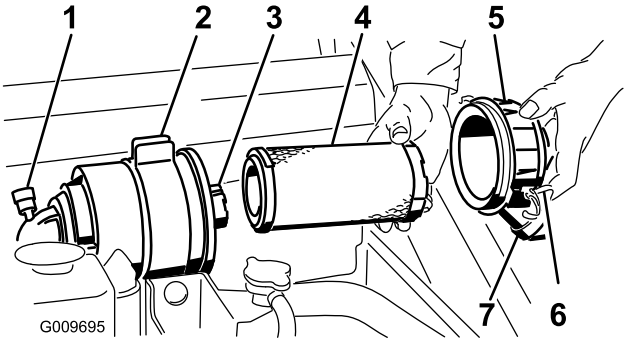

Figur 32
Viktigt: Utför bara service på luftrenarfiltret när serviceindikatorn (Figur 32) är röd. Om du byter luftfiltret tidigare ökar risken för att smuts kommer in i motorn när filtret har avlägsnats.
4. Lossa spärrhakarna på luftrenaren och dra av luftrenarkåpan från luftrenarhuset (Figur 32).
1. Dra försiktigt ut huvudfiltret ur luftrenarhuset (Figur 32). Undvik att knacka filtret mot sidan på luftrenarhuset.
4. Om du byter ut säkerhetsfiltret ska du försiktigt skjuta in det nya filtret i filterhuset (Figur 32).
5. Skjut försiktigt in huvudfiltret över säkerhetsfiltret (Figur 32). Kontrollera att det sitter ordentligt genom att trycka på filtrets yttre kant medan du monterar det.
6. Sätt tillbaka luftrenarkåpan med sidan med markeringen UP vänd uppåt och säkra spärrhakarna (Figur 32).